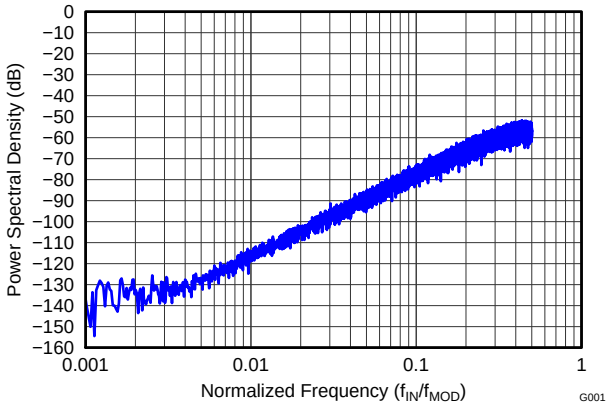

Figure 30. 高达 0.5 × f_{MOD} 的调制器噪声频谱
ADS129x 的每个通道都具有一个 24 位 Δ-Σ ADC。该转换器使用针对低功耗应用进行了优化的二阶 调制器。对于高分辨率 (HR) 模式，调制器以 $f_{MOD} = f_{CLK}/4$ 的速率对输入信号进行采样，对于低功率 (LP) 模式，以 $f_{MOD} = f_{CLK}/8$ 的速率进行采样。与任何 Δ-Σ 调制器的情况一样，ADS129x 的噪声会整形到 $f_{MOD}/2$，如Figure 30 所示。可使用*数字抽取滤波器* 部分中介绍的片上数字抽取滤波器来滤除较高频率的噪声。这些片上抽取滤波器还提供抗混叠滤波。Δ-Σ 转换器的这一特性可极大地降低奈奎斯特 ADC 通常所需的模拟抗混叠滤波器的复杂性。